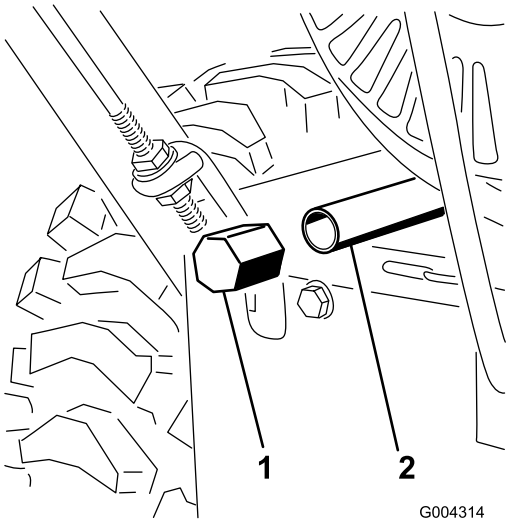

Rysunek 32
3. Wyczyść obszar wokół korka spustowego oleju (Rysunek 32).
4. Podsuń naczynie na spuszczany olej pod przedłużenie spustu i wyciągnij korek spustowy oleju (Rysunek 32).